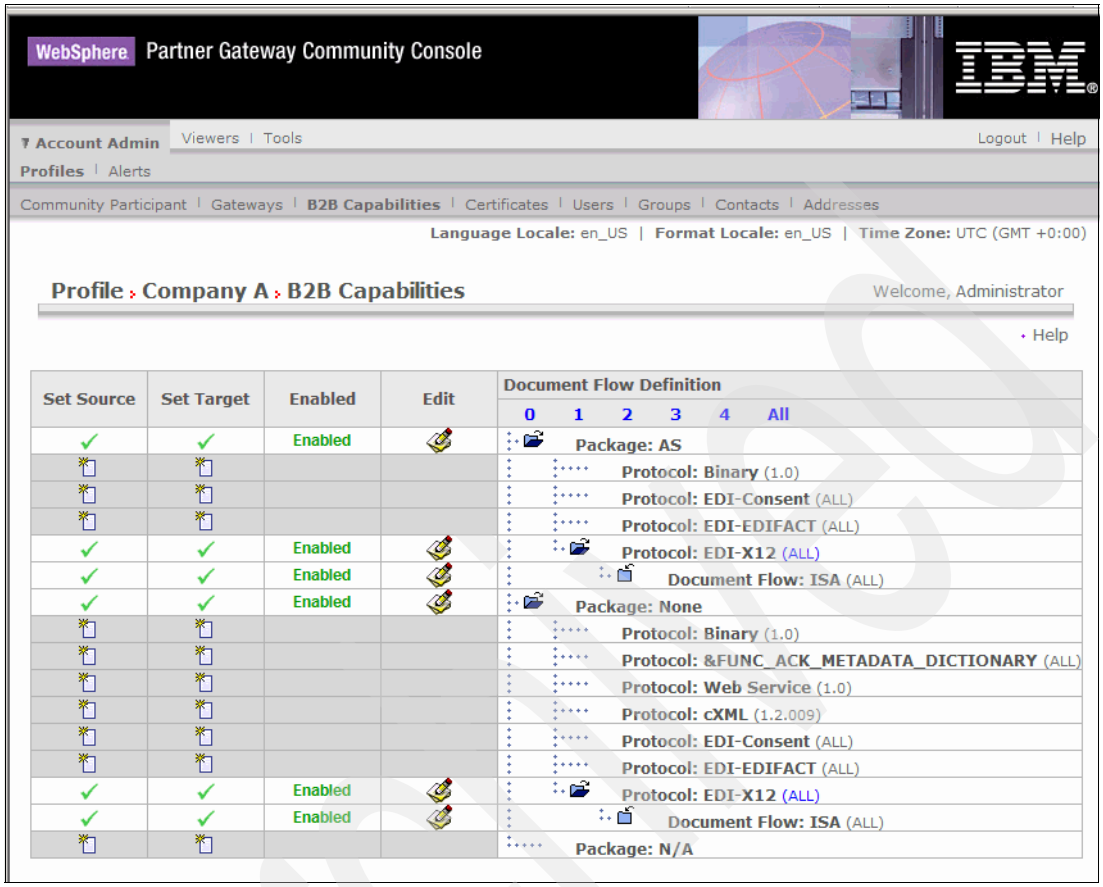

Figure 7-34 B2B capabilities for Company A participant
8. Select **Account Admin** → **Profiles** → **B2B Capabilities** so that Company E's WebSphere Partner Gateway server knows that Company A partner is enabling the same definition's that the Community Manager is. The procedure is the same as enabling the B2B capabilities of the Community Manager. The result is shown in Figure 7-34 on page 178.